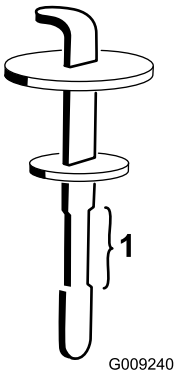

Figuur 131
5. Verwijder de peilstok uit de vulbuis en veeg deze af met een schone doek. Steek de peilstok in de vulbuis, haal hem er vervolgens weer uit en controleer het vloeistofpeil (Figuur 131).